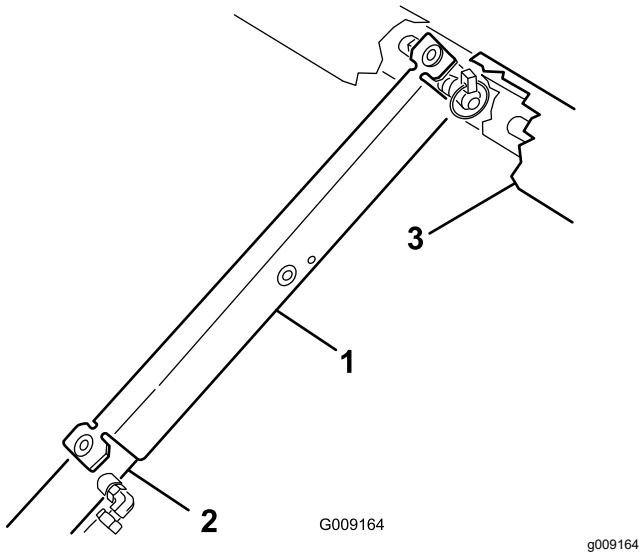

Figur 22
3. Skyv støttepilaren for lasteplanet på sylinderstangen. Påse at pilarendene hviler på enden av sylinderløpet og sylinderstangen (Figur 22).